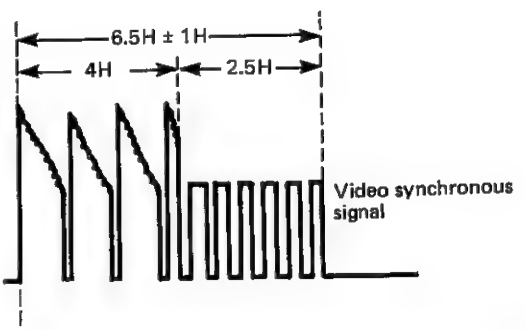

Figure 53. Check and adjustment of recording switching point
3) Selecting (+) slope trigger mode, adjust R728 (REC-PHASE) to meet the requirements given in Figure 53.